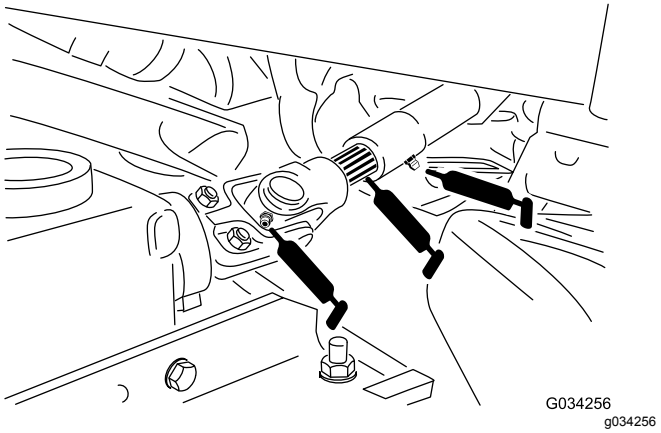

Figur 34
- Kraftuttagets universalaxel (Figur 34)